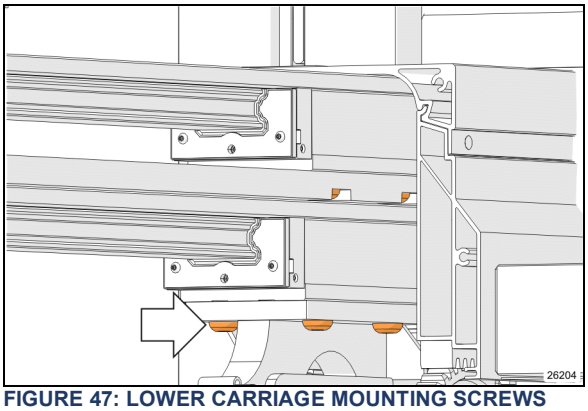

**FIGURE 47: LOWER CARRIAGE MOUNTING SCREWS**
4. Remove the lower carriage mounting screws. (Figure 47)
13. Re install the lower carriage mounting screws. (Figure 47).